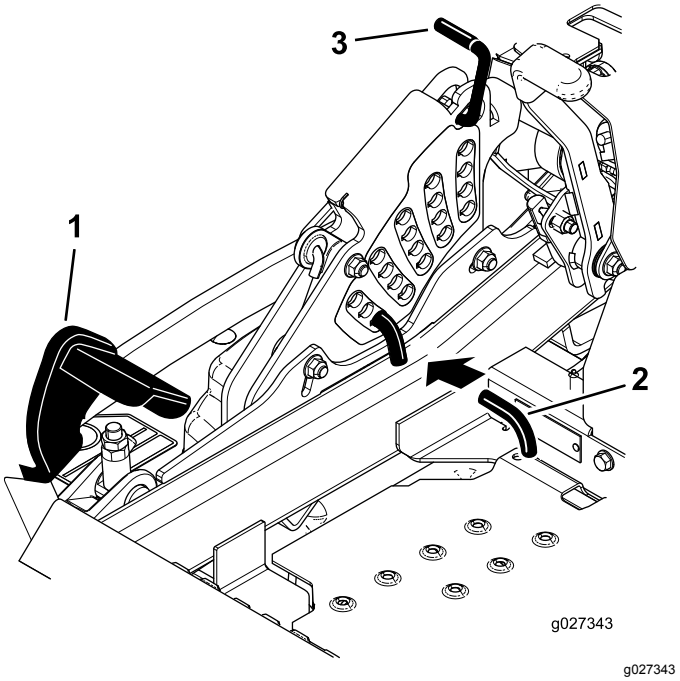

Figur 93
5. Skub pedalen til skjoldløft hele vejen frem, hvorefter skjoldet låses i transportpositionen på 14 cm (Figur 93).